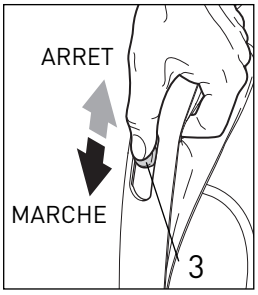

Figure 5
3. Poussez l'interrupteur Marche/Arrêt (ON/OFF) (3) vers la position marche (ON) – voir Figure 5.